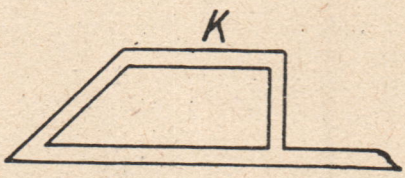

Abb. 156. Rähmchenzeiger.
e) Sehr wichtig ist auch die richtige Ablesung des Zeigerausschlages. Bei Instrumenten mit sogenanntem „Fahnenzeiger", der hauptsächlich bei billigen Instrumenten benutzt wird, ist eine genaue Ablesung nur dann möglich, wenn sich der Zeiger dicht über der Skala befindet, wenn also der Luftzwischenraum zwischen Zeiger und Skala sehr klein ist. Besitzt das Instrument jedoch einen Messerzeiger und eine Spiegelskala, so ist die Ablesung dann richtig, wenn der Zeiger sich mit seinem Spiegelbild deckt. Neuerdings werden Instrumente ohne Spiegelskala vielfach mit einem „Rähmchenzeiger" versehen, wie ihn die Abb. 156, von der Seite gesehen, zeigt. Bei einem solchen Rähmchenzeiger liest man richtig ab, indem man auf die mit K bezeichnete Kante sieht, wobei nur